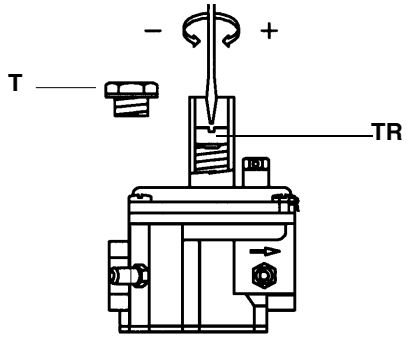

Fig. 23
- Para aumentar la presión del gas en salida proceder con el destornillador en el tornillo TR, tal como indicado en la Fig. 23.